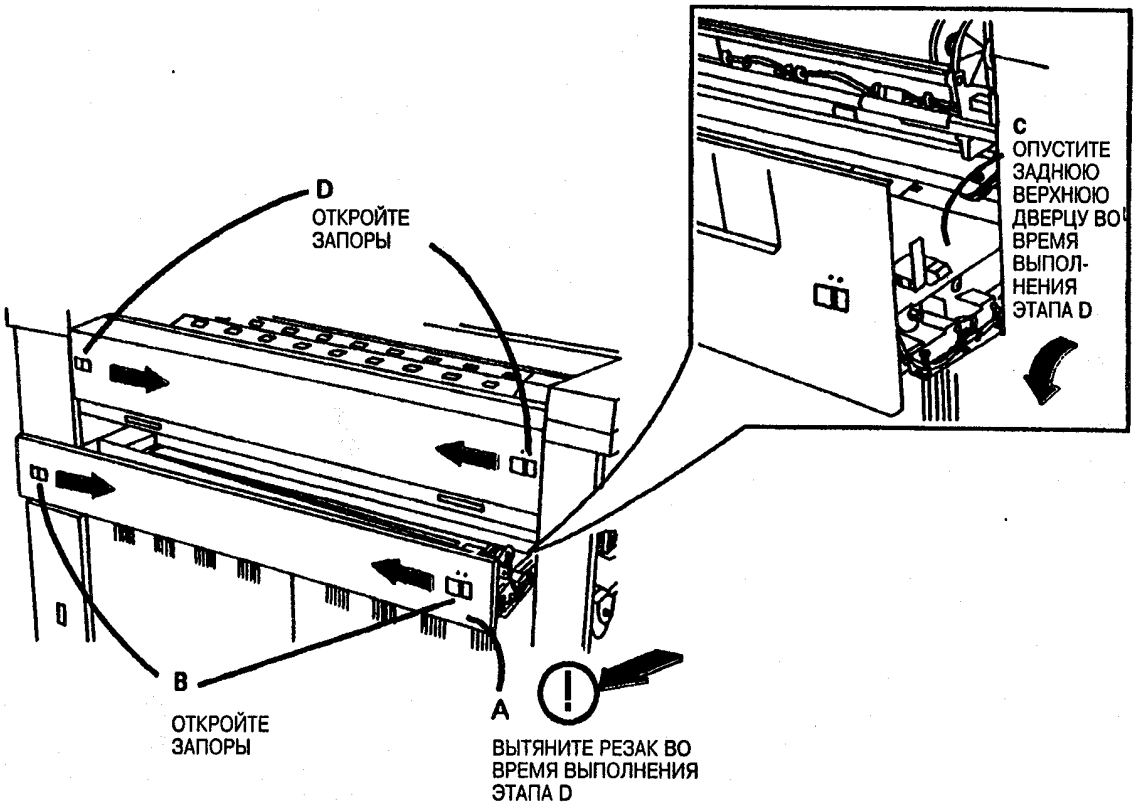

Рис. 1. Опустите верхнюю заднюю дверцу
2. (Рис. 1): Опустите верхнюю заднюю дверцу.